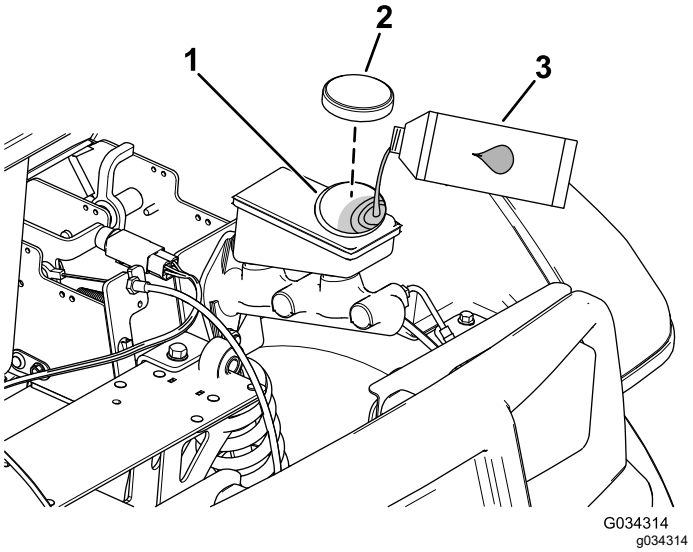

Figuur 55
2. Open de motorkap om toegang te krijgen tot de hoofdremcilinder en het reservoir (Figuur 55).
A. Reinig de omgeving van de reservoirdop en verwijder de dop (Figuur 55).
C. Plaats de dop weer op het reservoir (Figuur 55).